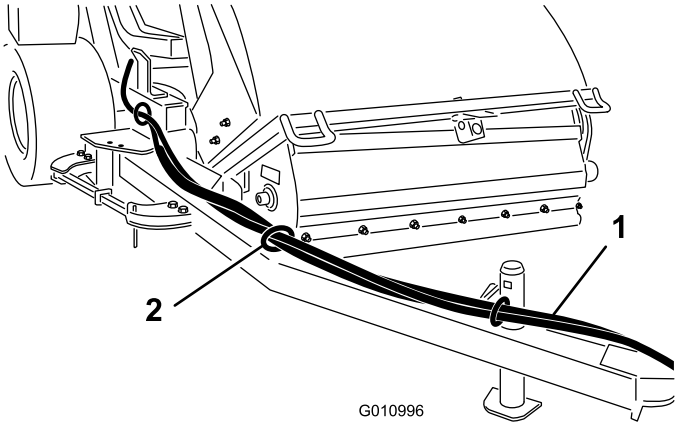

Figur 10
1. Før hydraulikslangerne og ledningsnettet gennem slangestyrene på forsiden af anhængertrækstangens trækkrog (Figur 10).